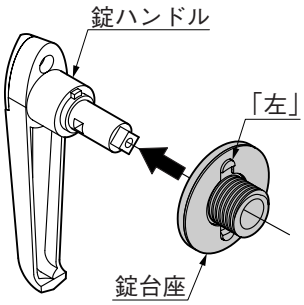

図11-4　左勝手
❷錠台座の「左」刻印を、図11-4の向きに組替えてください。